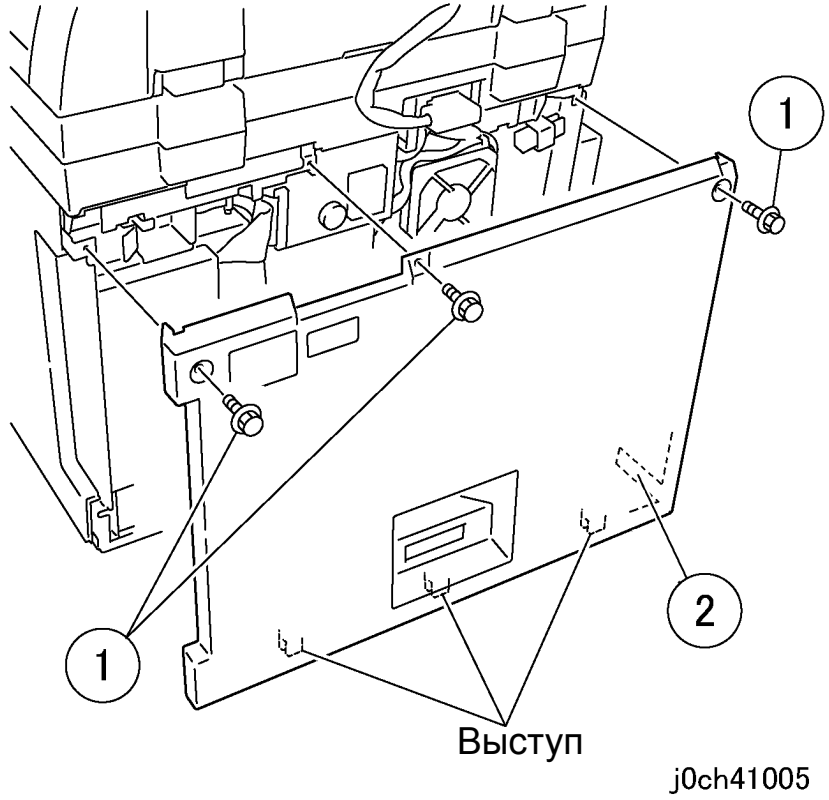

Рисунок 3 Снятие задней крышки (j0ch41005)
3. Снимите заднюю крышку (рисунок 3).